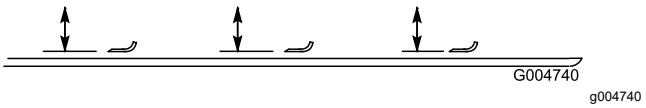

**Figuur 142**
4. Draai het mes tot de punten naar voren en achteren wijzen, en meet de afstand vanaf de binnenkant van de maai-eenheid tot de voorste snijrand van het mes (Figuur 142).